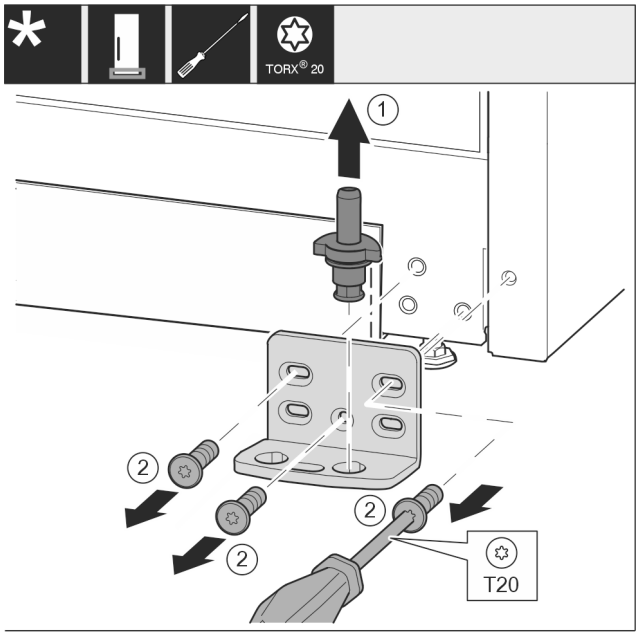

Fig. 17
- ▶ Lagerbolzen *Fig. 17 (1)* komplett nach oben herausziehen.
- ▶ Schrauben *Fig. 17 (2)* mit Schraubendreher herausdrehen und Lagerbock abnehmen.